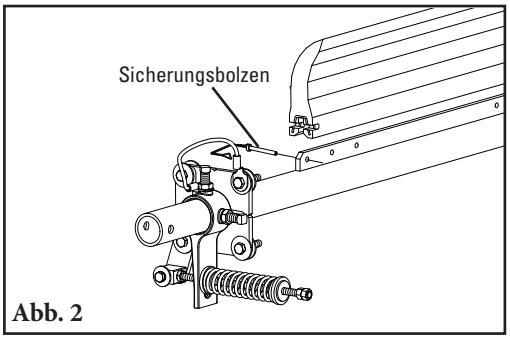

Abb. 2
3. **Anbringen der Montageplatten.** Schrauben Sie die Montageplatten mit den beigefügten Schrauben an den Übergabetrichter. Zentrieren Sie die Platten in den Langlöchern und ziehen Sie die Schrauben an (Abb. 2).
2. **Entfernen des abgenutzten Abstreifblatts.** Entfernen Sie einen Sicherungsbolzen und nehmen Sie das Abstreifblatt von der Steckachse (Abb. 2). Entfernen Sie alles an der Steckachse haftende Material.